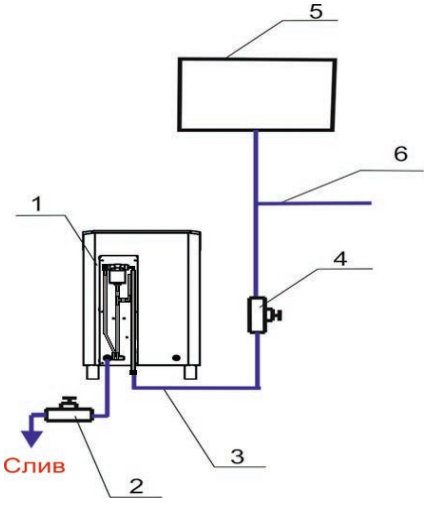

Рис. 7
2.1.2.5 Приподняв вверх снять заднюю крышку. Подключить ЭНУ (поз. 1, рис. 7). с помощью гибкого шланга (поз. 3, рис. 7). к водопроводной сети (поз. 6, рис. 7) или накопительному баку (поз. 5, рис. 7), расположенному в смежном помещении. Рекомендуется устанавливать накопительный бак на высоте не менее 1 м от верха ЭНУ. Перед ЭНУ следует установить запорный кран (поз. 4, рис. 7). Удалить временную заглушку и установить кран слива воды (поз. 2, рис. 7) используя гибкую подводку необходимой длины. Для предотвращения образования известковых отложений, значение жесткости воды должно находиться в диапазоне от 0,5° до 5°F. Рекомендуется использование специальной установки - деминерализатора (с обратным осмосом).
2.2.2.1 Закрыть сливной кран (поз. 2, рис. 7) и открыть заливной кран (поз. 4, рис. 7).
2.2.2.5 После окончания работы, в целях предотвращения образования осадка в баке парогенератора, рекомендуется сливать воду из системы. Для этого закрыть заливной кран (поз. 4, рис. 7) и открыть сливной кран (поз. 2, рис. 7). Дождаться полного слива воды из системы. Оставить краны в таком положении до следующего включения изделия. При возникновении возможности замерзания воды в баке парогенератора, сливать воду обязательно!